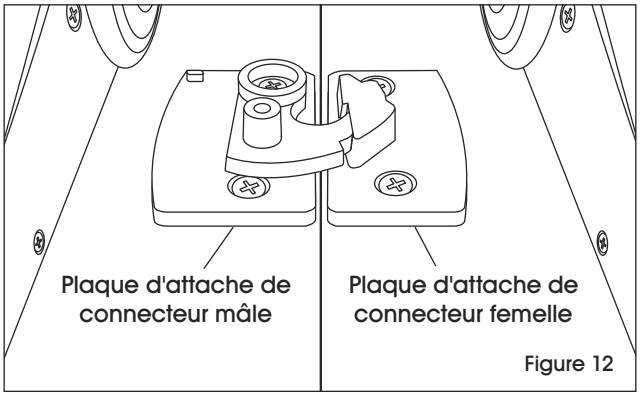

Figure 12
4. Faites pivoter l'attache mâle (17) dans l'attache femelle (18) pour joindre les tables ensemble. (Voir Figure 12)